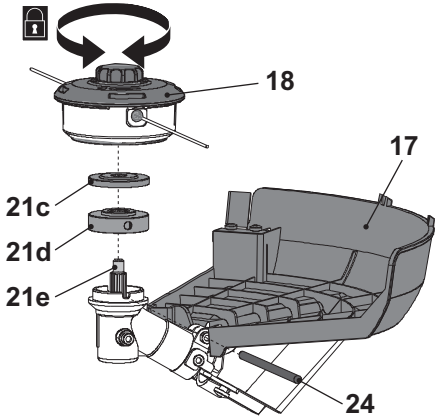

Fig. 8
5. Screw the trimmer head (18) onto the spindle (21e) and tighten it counterclockwise by hand.
6. Remove the spindle lock rod (24) (Fig. 8).